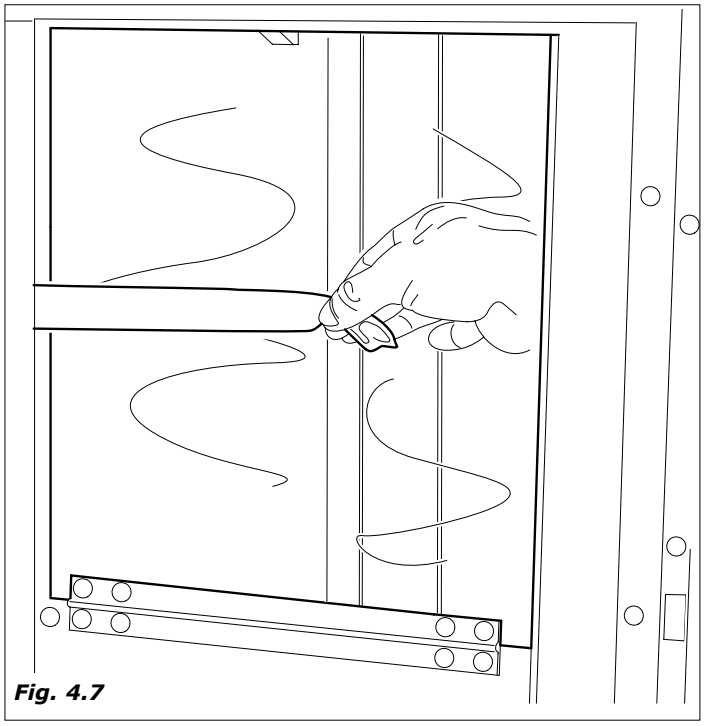

Fig. 4.7
- coluna copinhos (exemplo *Fig.4.7*)